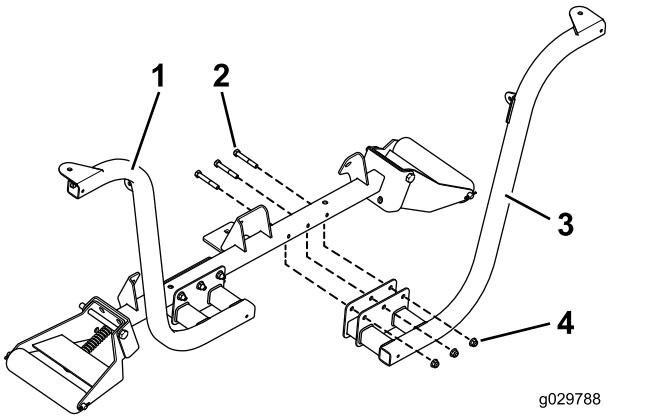

Figure 6
1. Fixez les supports des phares gauche et droit à l'avant du tube de support de rouleau au moyen de 6 boulons (3/8" x 2½") et 6 écrous à embase (3/8"), comme montré à la Figure 6.